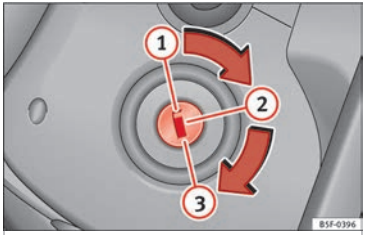

Fig. 145 Vehicle key positions
– Turn the ignition key to position (1) »» Fig. 145.
– Remove the key from the ignition in position (1) ››› Fig. 145 ››› ⚠.